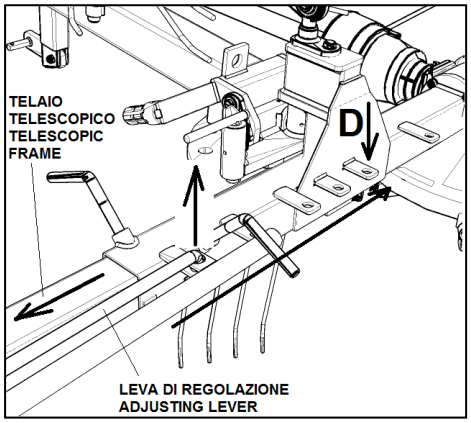

fig.11D
5. **Fig.11D -** Distanziare i due rotori, agendo sulla leva di regolazione e sfilando/inserendo il telaio telescopico fino a quando il terminale della leva può essere inserito nella piastrina **D.**
5. **Fig.11D** - Space out the two rotors, by handling on the adjusting lever and by pulling out/inserting the telescopic frame until the lever terminal can be inserted in the plate **D.**